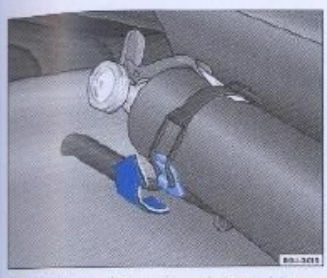

Fig. 30 Extintor de incendio en el asiento delantero
– Suelte la abrazadera de fijación del extintor[7], tirándola hacia arriba ⇒ fig. 30 -flecha-.